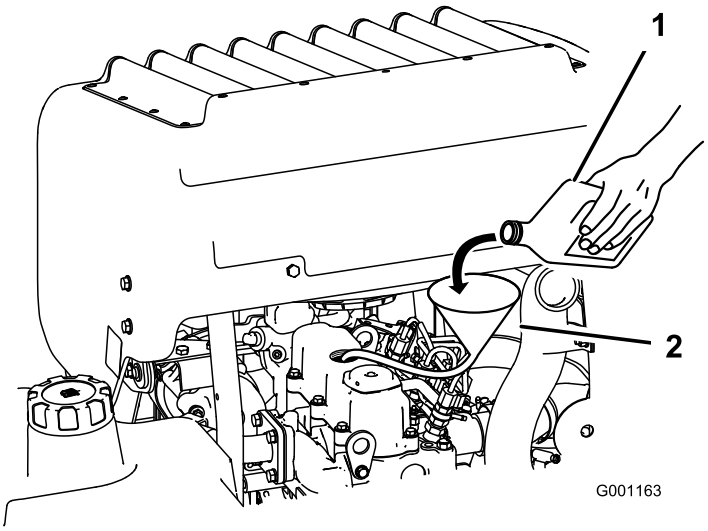

Figur 39
3. Bruk en slange og en trakt når du fyller olje på motoren (Figur 39).